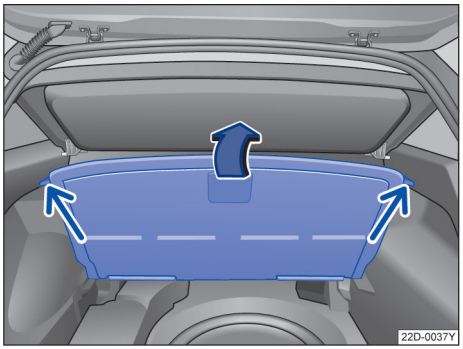

图 130 行李厢内：固定抬起的行李厢地板
– 打开：沿箭头方向抬起行李厢地板，并卡止在行李厢内两侧的卡扣内→ 图 130。